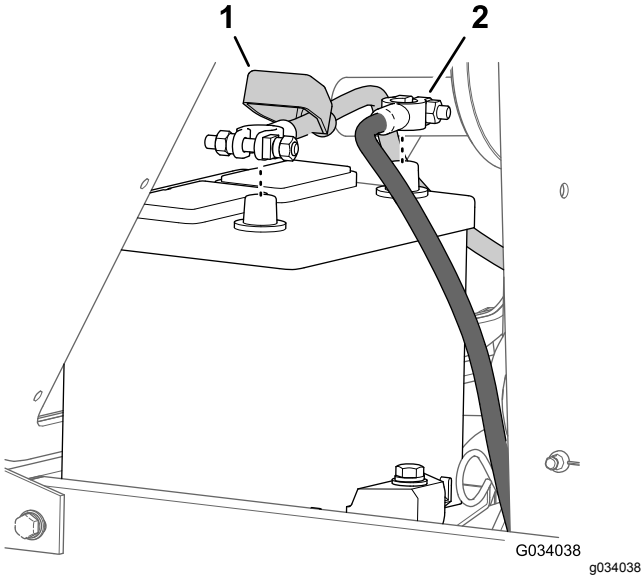

Figur 53
2. Tag batteriets minuskabel (-) af batteripolen (Figur 53).
3. Skyd isolatordækslet væk fra batterikablets klemme (Figur 53).
4. Tag pluskablet (+) af batteriets pol (Figur 53).
7. Tilslut kablerne, pluskablet (+) til batteriets pluspol (Figur 53).
8. Slut minuskablet (-) til batteriets minuspol (Figur 53).